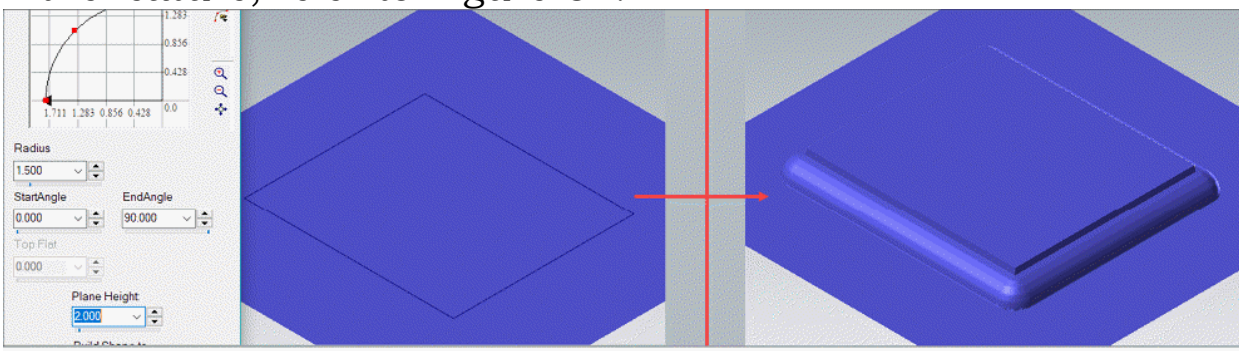

Figure-31. Creating Border and Plane feature
- Set the other parameters as discussed earlier and click on the **OK** button to create the feature. The **Name the Operation** dialog box will be displayed. Click on the **OK** button to create the feature; refer to Figure-31.